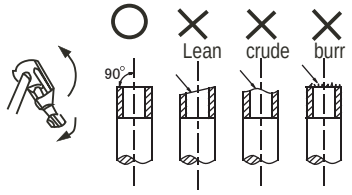

Fig.7-1
- Cut a pipe with a pipe cutter. *(Refer to Fig.7-1)*